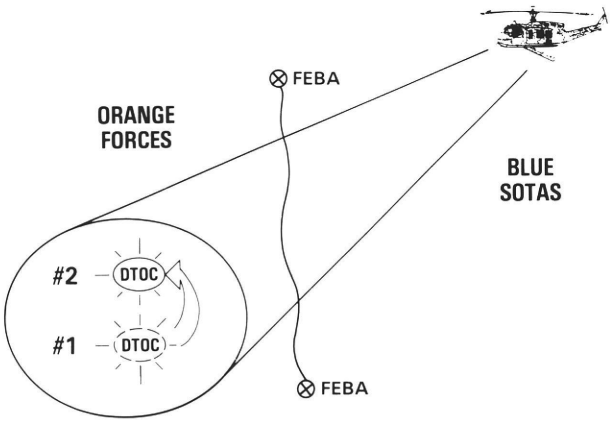

FIGURE 7
• **SOTAS Locates Orange Division TOC And Tracks It To New Location. Blue Hits TOC In Both Locations.** During the early phases of the exercise, information from various Orange sensors including SOTAS was used to repeatedly locate the Blue Division TOC (tactical operation center). Orange launched several chemical LANCE missiles causing the Blue Forces to make repeated trips through decontamination facilities. However, on Monday, 22 September—the first day of the counterattack — Blue Forces retaliated in kind. They located the Orange Division TOC and *confirmed* that the detection by SOTAS data passed to the ASIC. SOTAS targets passed to artillery units resulted in the Orange Division TOC being taken under fire. This caused the damaged TOC to displace. SOTAS tracked the movement to a new location and when the TOC was back in place provided targeting information which resulted in another successful strike by Blue (figure 7).
• **SOTAS Locates CP Controlling Major Night Counterattack.** The Orange Forces after-action report for the night of 23 September 1980 credits SOTAS for locating the Blue Forces command post (CP) at the time it was controlling a major night counterattack. The CP was targeted immediately "... resulting in the apparent disruption of command and control and failure of the counterattack. The counterattack force was also discovered by SOTAS, immediately taken under fire and put out of action."